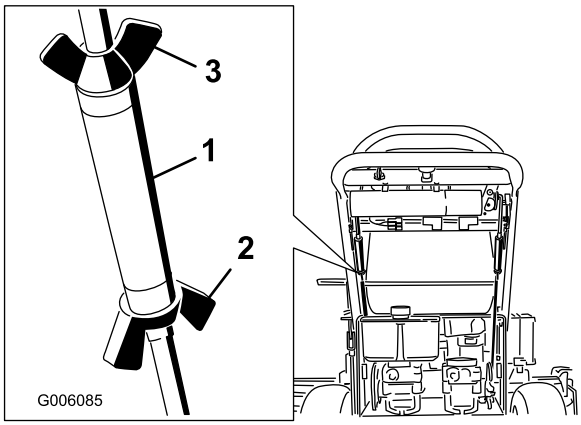

**Figure 58**
2. Desserrez les écrous à oreilles sur la tige de commande droite et tournez le tendeur dans un sens ou dans l'autre pour que le levier de commande droit soit centré en position de verrouillage au point mort. Fixez le tendeur en position avec les écrous à oreilles (Figure 58).
3. Desserrez les écrous à oreilles sur la tige de commande gauche et tournez le tendeur dans un sens ou dans l'autre pour changer la correction directionnelle. Fixez le tendeur en position avec les écrous à oreilles (Figure 58).